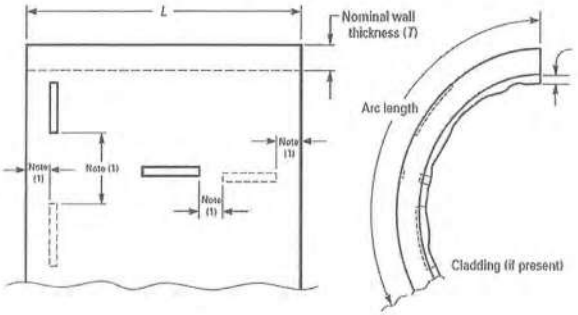

**Fig.1 Calibration Block for Piping**
5.4.1. Calibration block requirement shall be complied with ASME Section V article 4 sections T-434 regarding the reflector, material, quality, heat treatment, surface finish, and block curvature as Fig.1.